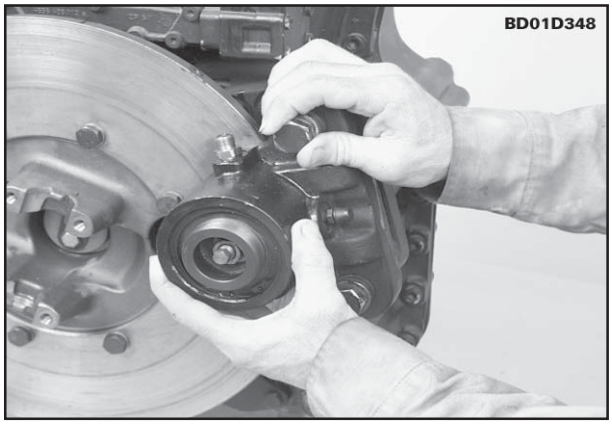

Fig. 7
10. Remova os dois parafusos que fixam o freio de estacionamento à transmissão. Remova o freio de estacionamento (fig. 7).